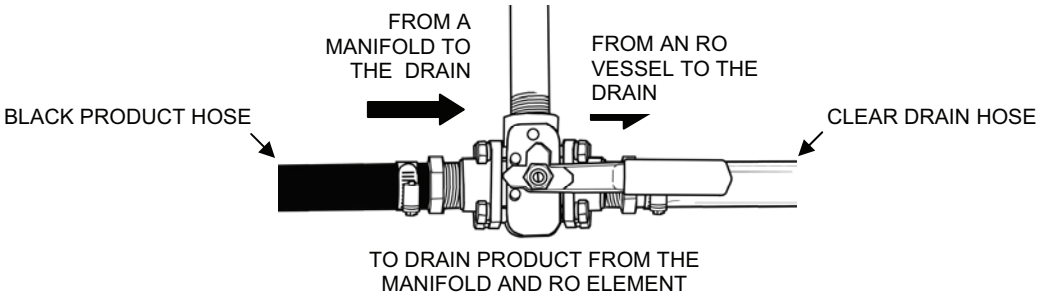

Figure 4. RO Product 3-Way Valve in the Drain Position.
5. Set the RO product 3-way valves V-501 through V-510 to the drain position (Figure 4).